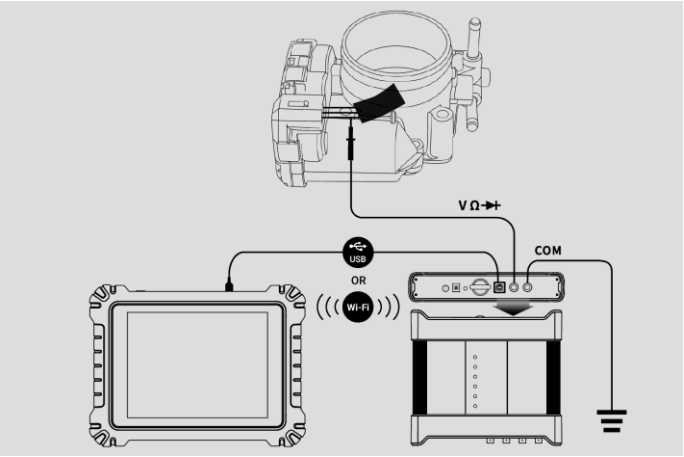

图 9-62 *万用表连接示图*
1. 将万用表测试引线或探针端子头插入万用表接口，完成接线步骤（参见*图 9-62 万用表连接示图*）。